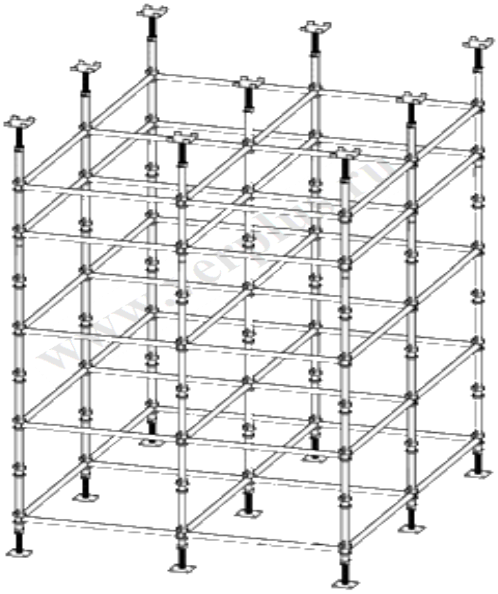
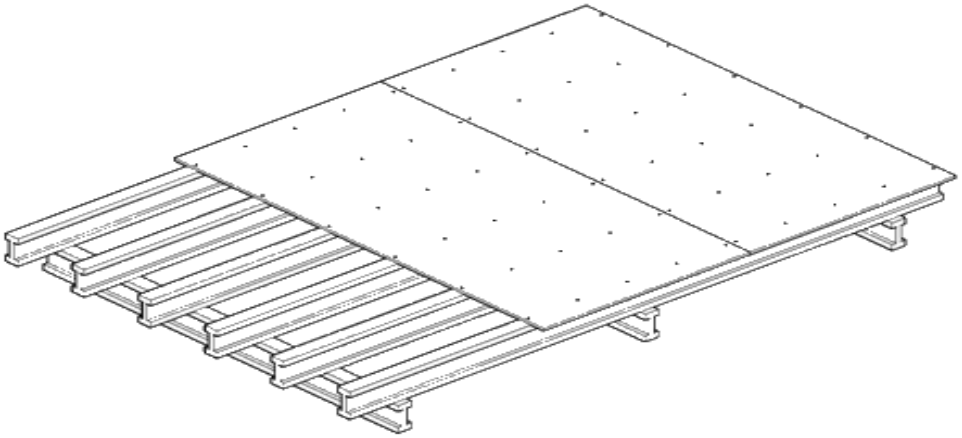

Рисунок 2.1 Фрагмент опорной части конструкции опалубки
Рисунок 2.2 Фрагмент формообразующего щита опалубки
2.1 Опалубка представляет собой пространственную конструкцию, состоящую из опорной части (Рисунок 2.1) и опираемого на нее формообразующего щита (Рисунок 2.2);